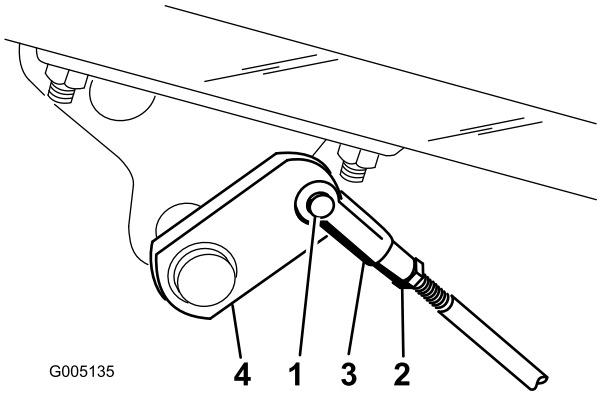

Figura 55
2. Si los frenos no se bloquean en la misma medida, desconecte las varillas de los frenos retirando el pasador y la chaveta (Figura 55).
3. Afloje la contratuerca y ajuste la horquilla (Figura 55).
4. Monte la horquilla en el eje del freno (Figura 55).